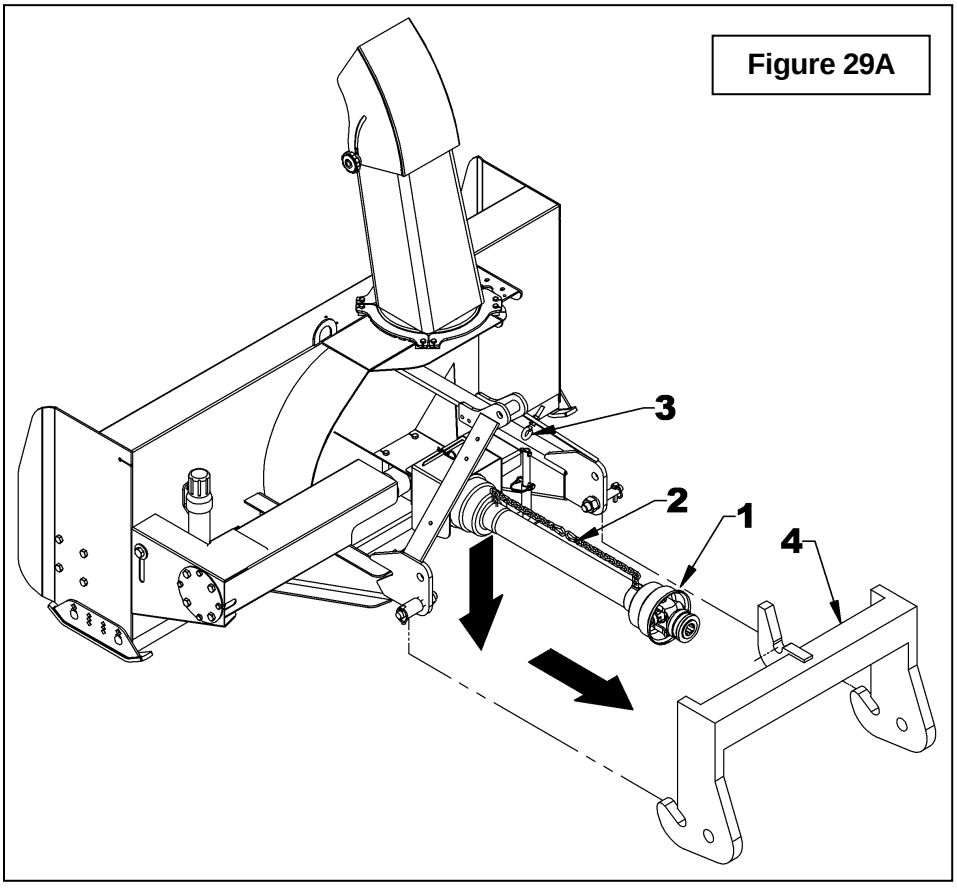

Figure 29A
3. **Figure 29A:** Disconnect driveline (item 1) from tractor and attach the driveline safety chain (item 2) to the three point hitch eyebolt (item 3).
4. **Figure 29A:** Open the lower latches with the quick hitch lever (item 4). Lower the three point until the quick hitch hooks are lower than the hitch pins of the snowblower. Slowly back tractor away from the ed ck